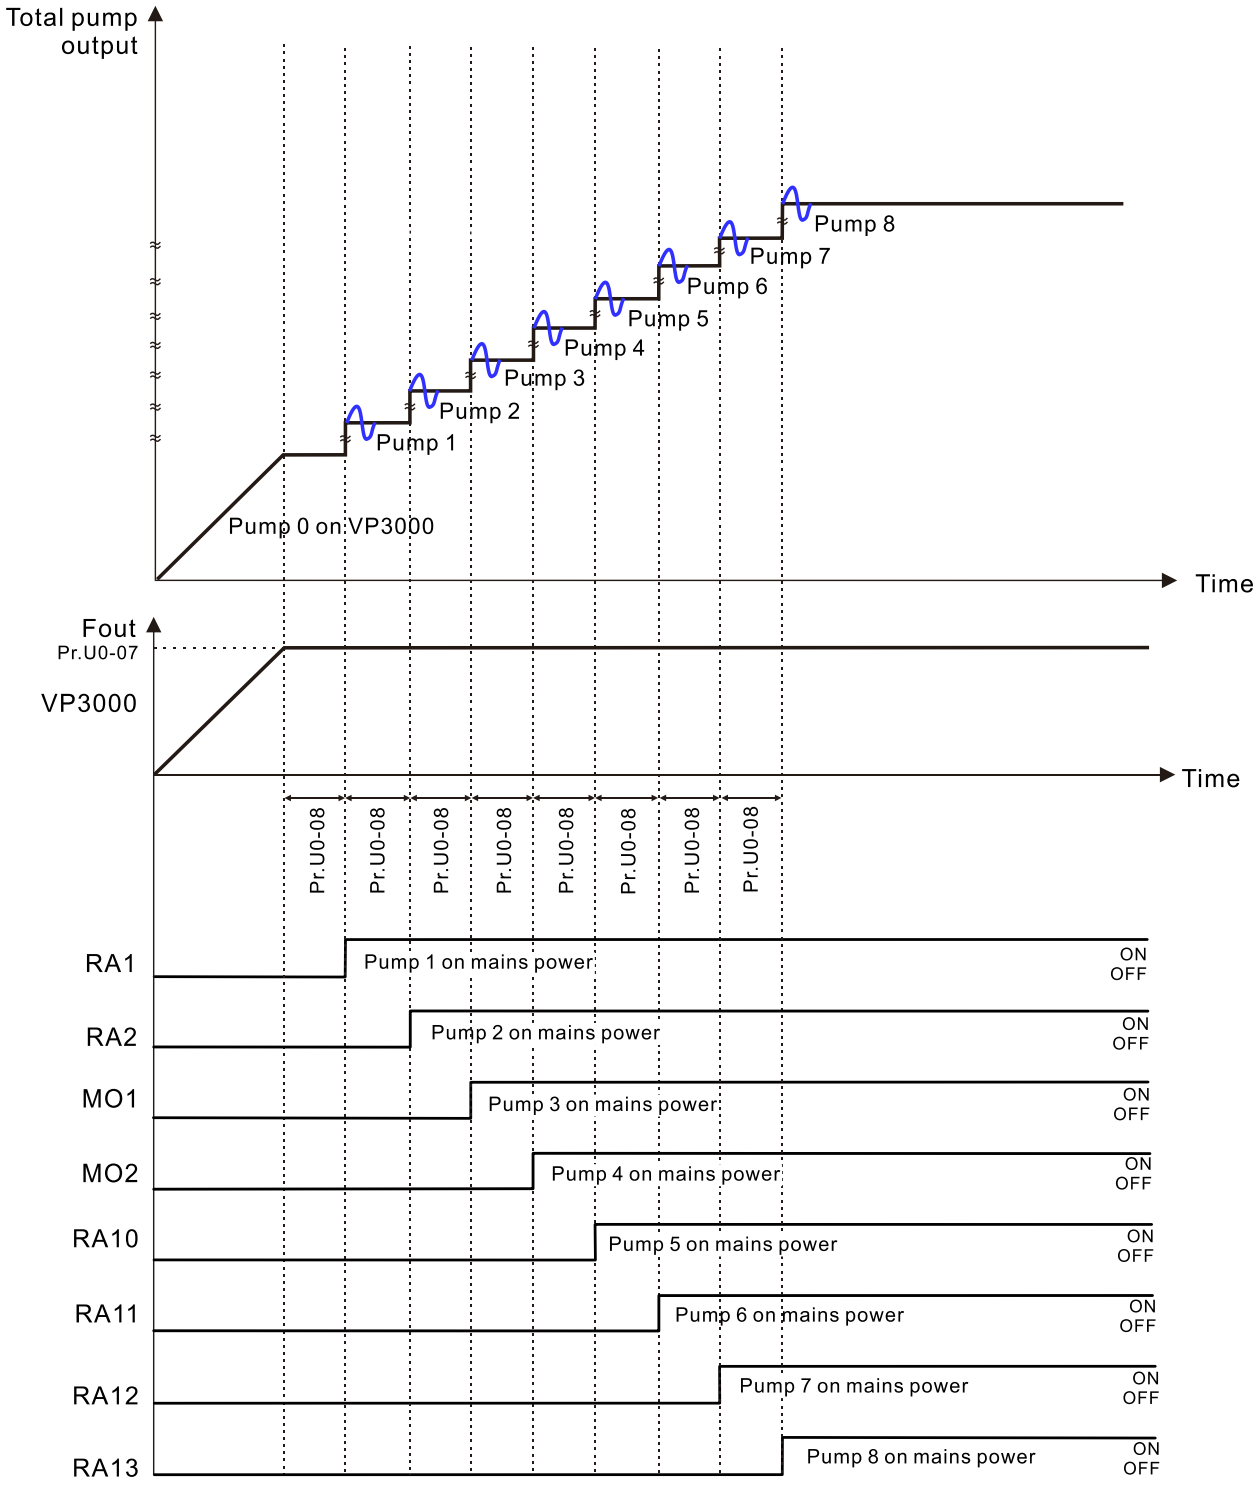

图 11 定量控制端子顺序优先时序图(增压需求)
- 功能启动后，当用水量需求增加且主泵输出频率超过参数 U0-07 (辅泵增压切换频率准位) 与持续参数 U0-08 (辅泵增压切换确认时间) 后，闭合输出端子与启动辅泵连接到市电。当需求不变情况下再接续参数 U0-08 (辅泵增压切换确认时间) 后，闭合输出端子与启动另一辅泵连接到市电，直到所有辅泵连接完为止 (参考图 11)。